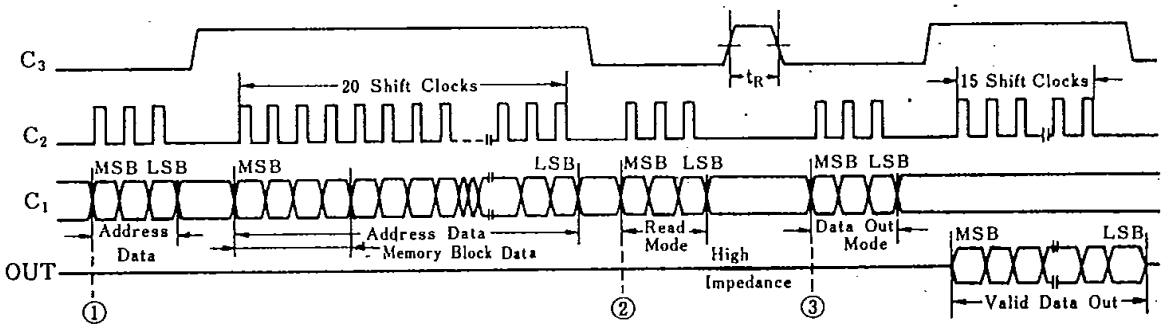

図9　リードサイクルタイミング図
1.　リードサイクルタイミング（図9）
①コード4(100)を入力するとADDRESSモードになります。これに引き続いてC3をH"レベルとしてモード実行に切り換え，C1から20ビットのアドレスデータをシフトクロックC2に同期させて直列入力します。20ビットのアドレスデータはデータ"H"レベルのビットが指定されるアドレスに対応します。したがって，20ビットすべて"L"レベル入力された場合には，アドレス指定は行なわれず，すべて"H"レベル入力された場合には全アドレス同時に指定されます。最初の4ビットで4つのメモリブロックのうち1つを指定し，残り16ビットでブロック内の0からFのアドレスを指定します。